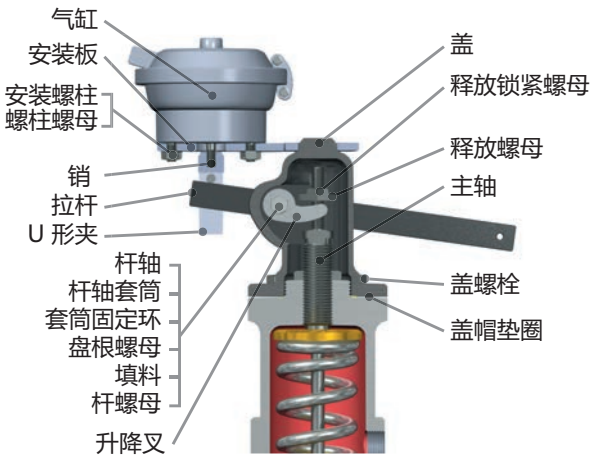

图 44: 气动填料杆
气动提升装置设计用于以 75% 的设定压力完全打开阀门，它位于阀瓣之下，符合 ASME 第 XIII 部分 (UV) 所述。对于某些应用，气动操作器可设计成在阀进口没有压力情况下完全打开阀门。气动装置可以远程操作，也可以用作回动阀。（图 44 给出了一个典型设计，可以从 Baker Hughes 购得。）